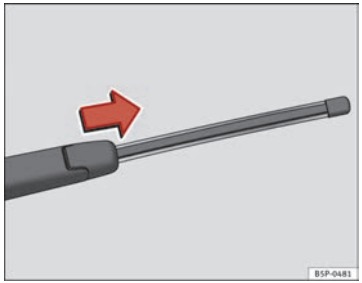

Fig. 133 Extraer la escobilla del limpialuneta
– Separe el brazo del limpialuneta de la luneta ⇒ fig. 133.
– Deslice el adaptador de la escobilla en la dirección de la flecha y retire la escobilla ⇒ fig. 133.